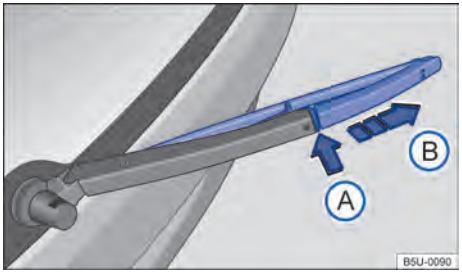

Fig. 138 Substituir a palheta do limpador do vidro traseiro.
– Manter o botão de destravamento → Fig. 138 Ⓐ pressionado.